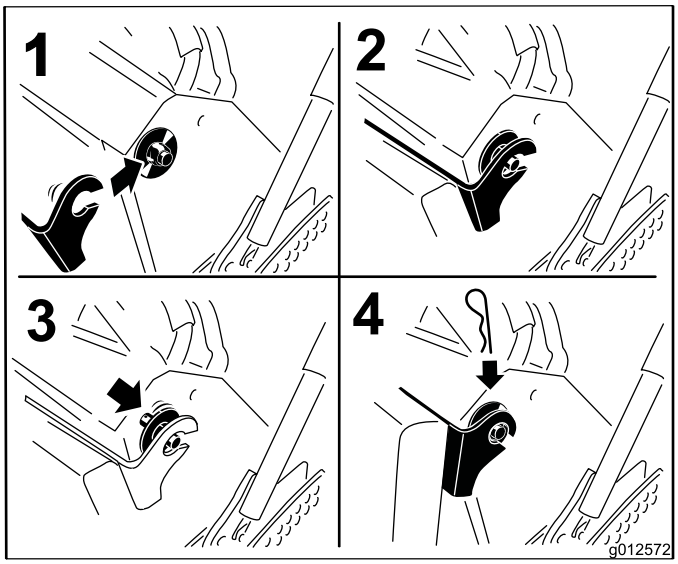

Figur 36
6. Lyft upp kudden och skjut tillbaka den på pinnarna på båda sidorna av maskinen (Figur 36).
7. Skjut in de stora brickorna med plastbussningar i kuddfästet och fäst dem med en hårnålssprint (Figur 36).